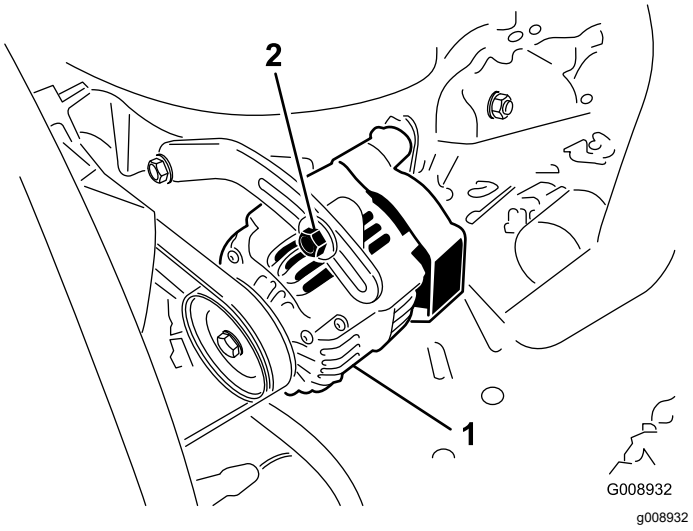

Figuur 116
Controleer de conditie en de spanning van de riemen (Figuur 116) om de 100 bedrijfsuren.
3. Als de indrukking niet correct is (geen 10 mm), moet u de montagebouten van de wisselstroomdynamo losdraaien (Figuur 116).